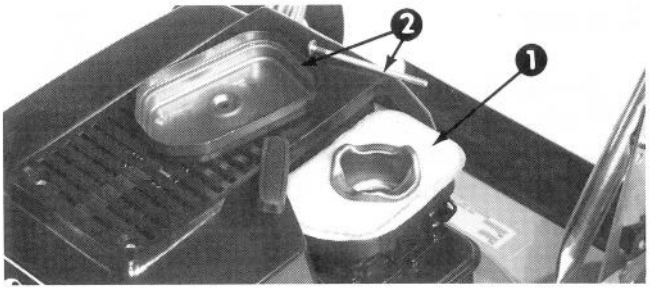

Afbeelding 19
2. Inspekteer het luchtfilterelement (Afb. 19). Wanneer nodig, verwijder het en maak schoon.
D. Plaats element en ruimtemaker in de luchtfilterromp (Afb. 19). Zie er op toe, dat de smalle kant van de ruimtemaker parallel loopt met de kant van de luchtfilterromp.
3. Plaats luchtfilter en deksel terug. (Afb. 19)